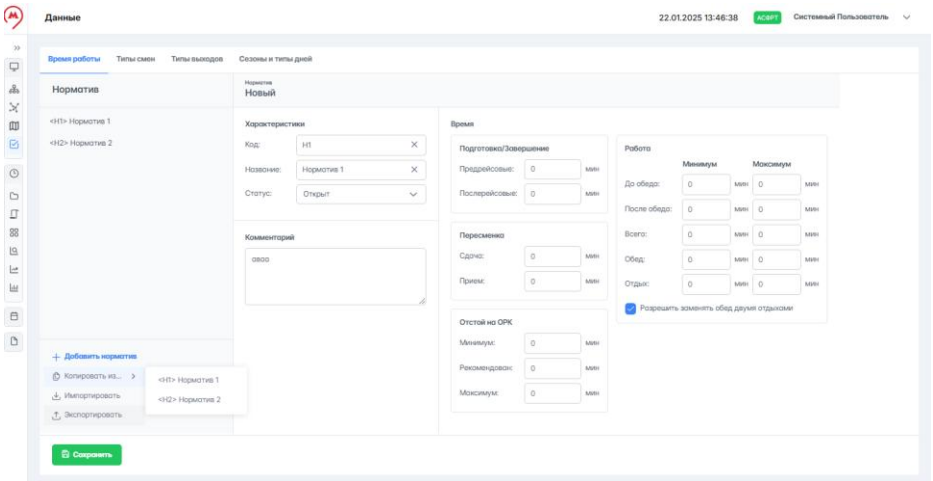

Рисунок 114 – Копирование норматива
, откроется контекстное меню со списком всех нормативов, созданных на вкладке (рисунок 114).
2. В списке нажать на норматив, данные которого необходимо скопировать в новый. Справа откроется профиль нового норматива, информация в котором будет полностью скопирована из выбранного (рисунок 114).